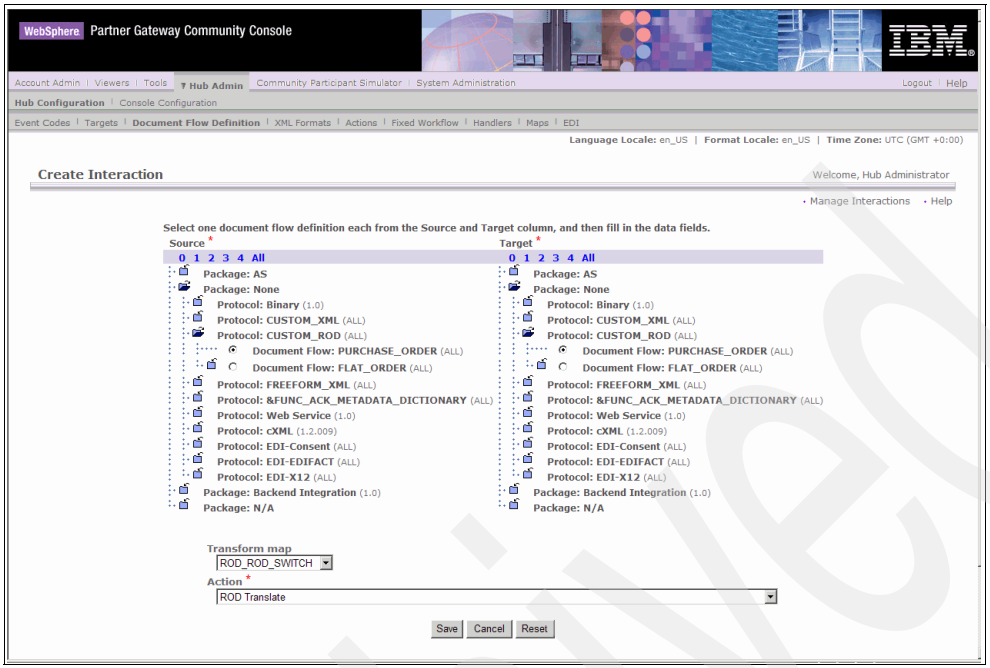

Figure 16-33 Creating an interaction
4. Create an interaction between source as None/CUSTOM_ROD/PURCHASE_ORDER and target as None/CUSTOM_ROD/PURCHASE_ORDER, as shown in Figure 16-33 on page 565.